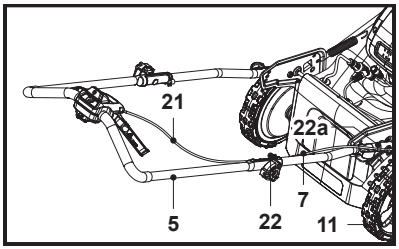

Fig. 4
6. Fixer le cordon de commande (21) avec le serre-câble (22) et le système de fixation pour cordon (22a), qui sont préassemblés sur les guidons (5, 7) (Fig. 4).